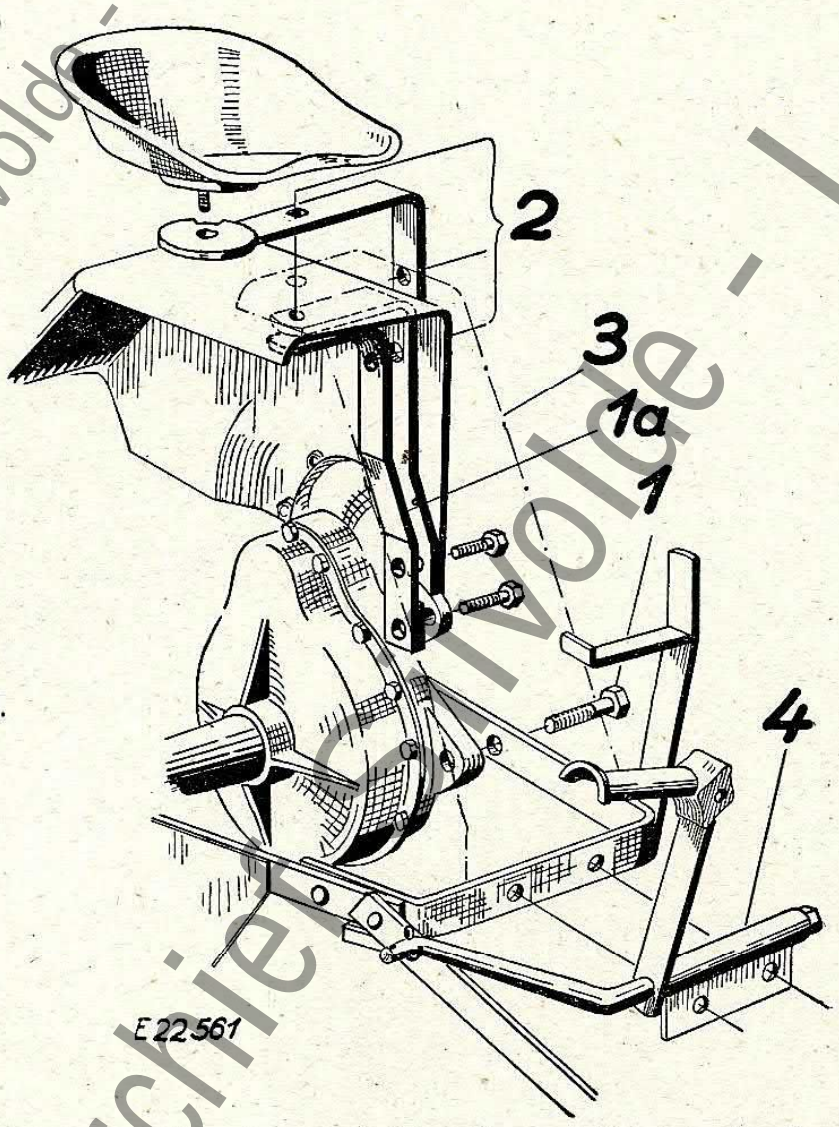

Bild 28.
2. Verstärkungsstrebe (1a, Bild 28) mit 2 6kt. Schrauben auf die Schutzblechstrebe aufschrauben. Das obere Loch (13 ∅) durch Schutzblechstrebe und Schutzblech durchbohren.
3. Sitzträger auf Schutzblech legen, in oberem Loch die Verstärkungsstrebe verschrauben und senkrechtes Befestigungsloch anreißen. Das Loch muß auf die Mitte der Schutzblechstrebe kommen (2).
6. Tragbügel mit 2 6kt. Schrauben M 16 am Zwischengehäuse anschrauben (1).
7. Schutzblechverlängerung (3) aufsetzen.
9. Schutzblechverlängerung (3) von innen her an den Befestigungsschrauben für den Fußhebel (4) anschrauben.